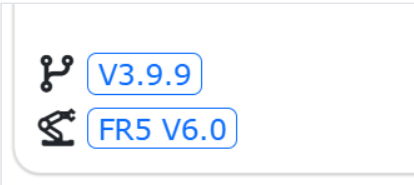

Rys. 1. Lewy dolny róg panelu: wersja oprogramowania (V3.9.9) i model robota (FR5 V6.0) (dokumentacja FAIRINO).
- wersję oprogramowania: numer jest w lewym dolnym rogu panelu (Rys. 1), a pełne dane w **Ustawienia systemu → O dotyczące** *(System → About)*, w polach Wersja web i Wersja sterownika,